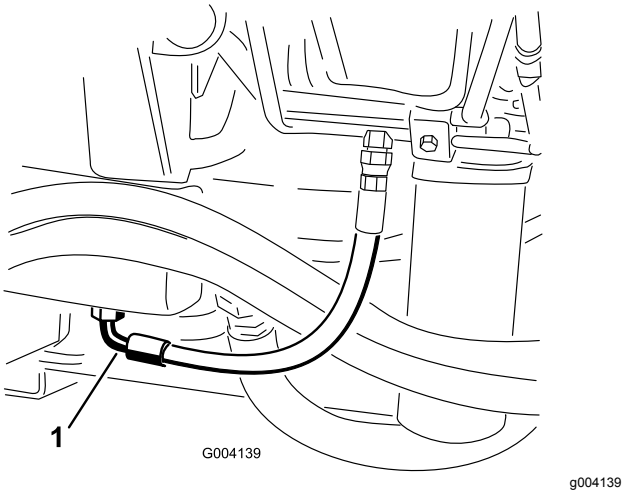

Figur 69
2. Ställ ett stort avtappningskärl under fästet som sitter på hydraultankens undersida (Figur 69).